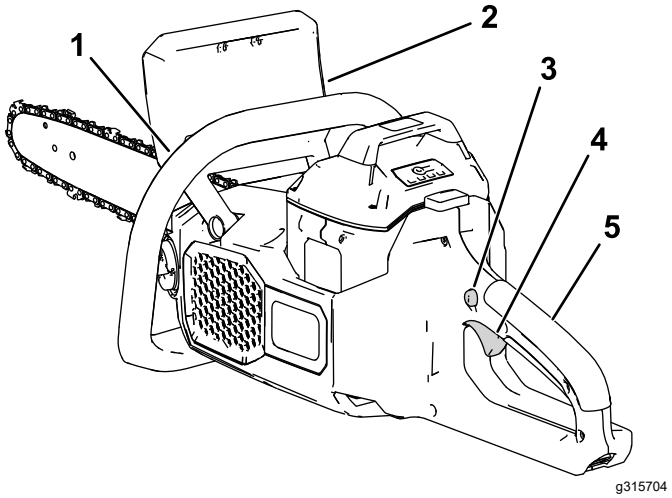

Figur 9
7. Med venstre hånd på fremre håndtak og høyre på bakre håndtak trykker du på utløserlåsen, og deretter på utløseren (Figur 9).